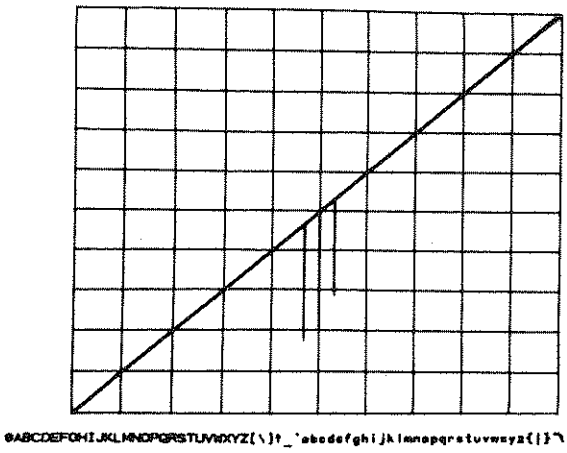

FIGURE 1. DIGITAL STORAGE TEST PATTERN
2. DIGITAL STORAGE TEST PATTERN: The test pattern shown in Figure 1 can be used to verify the existence of a failure. This pattern can be generated independently of the main processor in the RF Section (A15 Controller). To enable the test pattern: